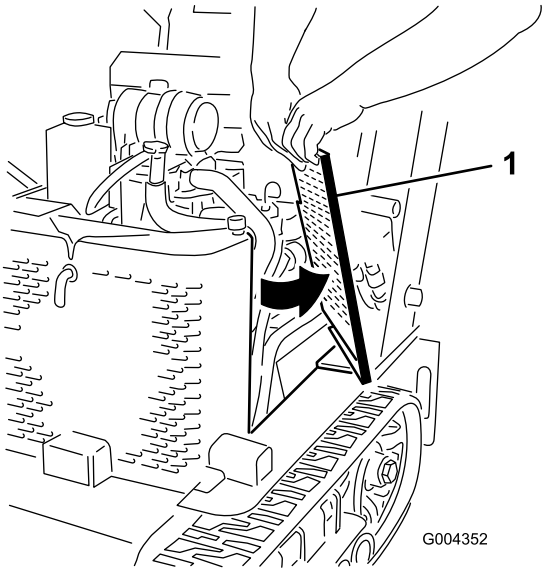

**Figur 29**
2. Skjut sidoskärmarna (Figur 29) uppåt och ut ur skårorna i frontskärmen och ramen.